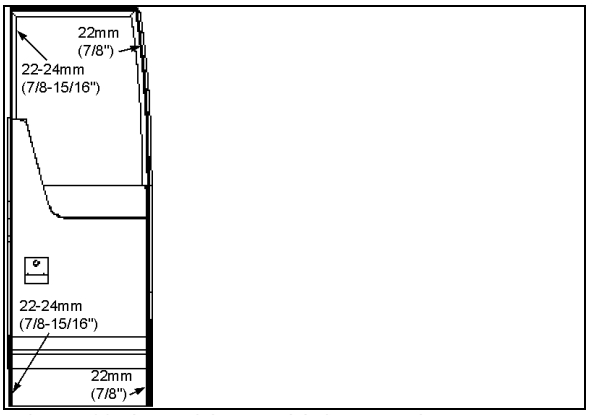

FIGURE 33: SEAL COMPRESSION ADJUSTMENT 18632
2. From the outside of vehicle, insert a straight edge in the gap along the door outside perimeter. Measure the distance between the door frame and the door outside surface at the door four corners (refer to Figure 33).